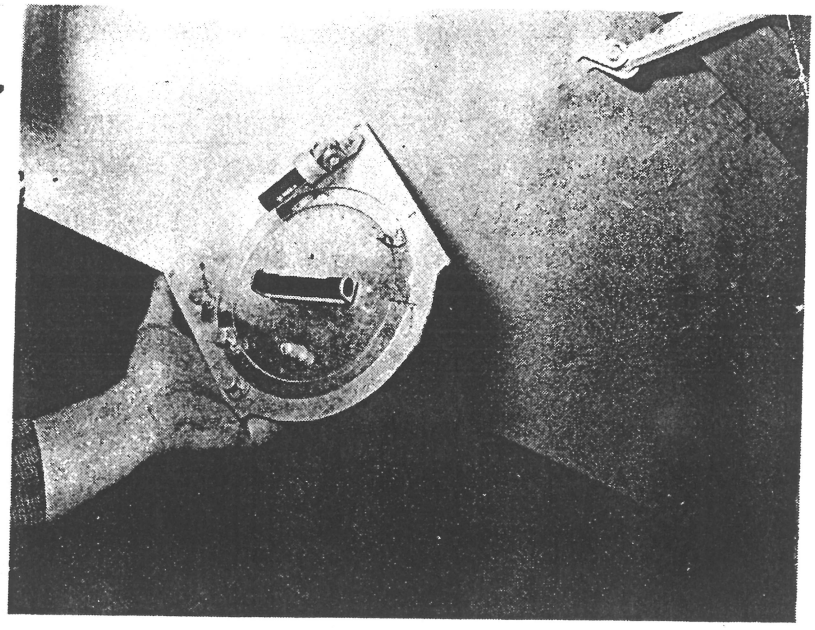

FIGURE 5-5.
b. Flaps should be positioned with down travel per Table 5-1. Measure on top or bottom flap surface per Figure 5-5.